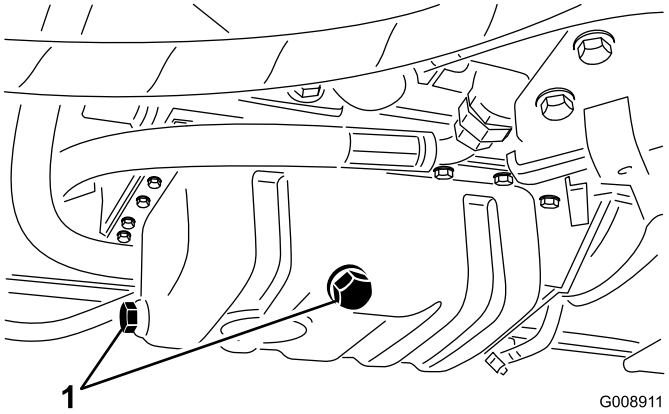

**Figur 61**
1. Ta ut begge tappepluggene (Figur 61) og la oljen renne ned i et tappefat. Installer tappepluggene når oljen slutter å renne.